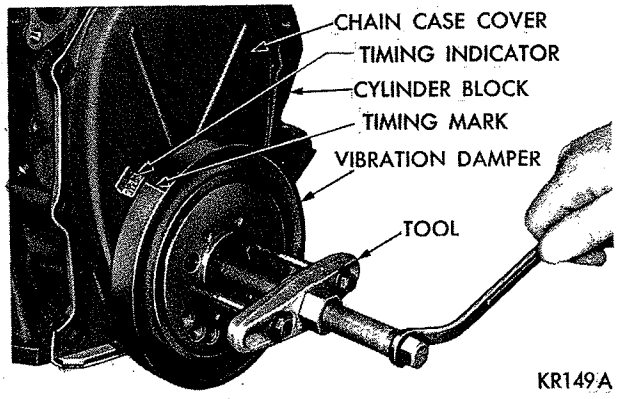

*Fig. 23—Removing Vibration Damper Assembly Using Tool C-3688*
(1) Drain cooling system and remove radiator and water pump assembly.
(2) Remove crankshaft vibration damper attaching bolt.
(3) Remove two of the pulley bolts, install Tool C-3688, and pull damper assembly off end of crankshaft (Fig. 23).
(4) Remove chain cover and gasket.
(5) Slide crankshaft oil slinger off end of crankshaft.